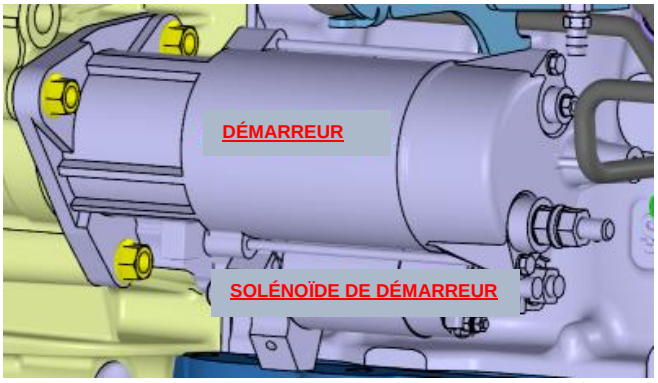

FIGURE 8
2. Installer le démarreur de remplacement avec le solénoïde situé en dessous du démarreur, comme illustré à la **FIGURE 8**.